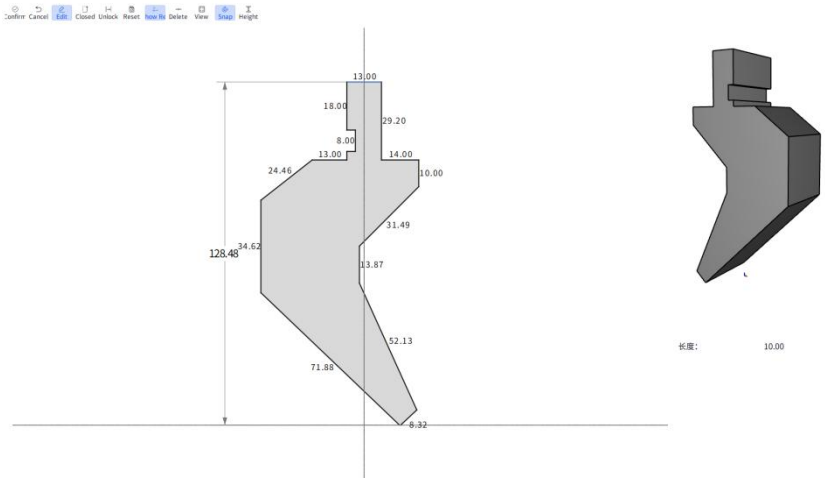

Figure 3-10
(1) Exit: Aborts all editing operations, exits the imported mold, and returns to the mold list interface.
(2) Build: Automatically identifies the mold style generated from the current DXF. If recognition is difficult, it converts it to a flattened mold. Successful build proceeds to the mold editing interface, as shown in Figure 3-10.